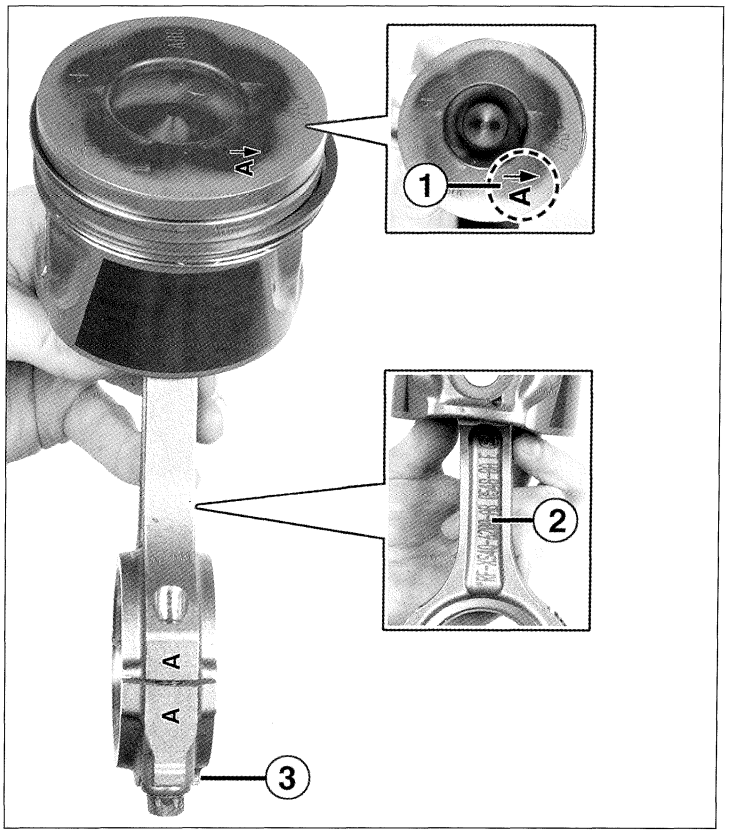

FIG. 47
• Realizar el montaje de los conjuntos biela y pistón. Poner del mismo lado la flecha grabada en la cabeza de pistón (1), al lado de la marca de clase, con la referencia de la biela (2) y el nervio cuadrado de la tapa (3) **(fig. 47).** El conjunto debe estar dirigido hacia la distribución.